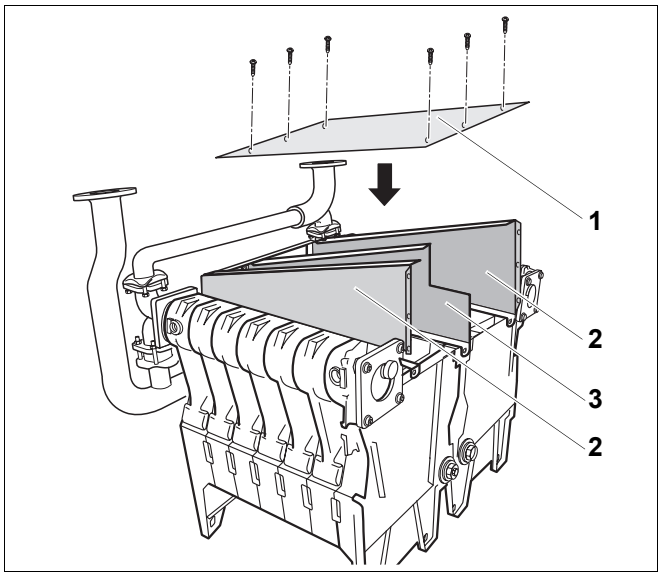

Rys. 38 Montaż pokrywy wyczystkowej
- Nałożyć pokrywy wyczystkowe (rys. 38, **poz. 1**) i luźno przykręcić śrubami mosiężnymi M6 x 16 z podkładkami do ścianki rozdzielającej (rys. 38, **poz. 3**) i ścianek bocznych (rys. 38, **poz. 2**).